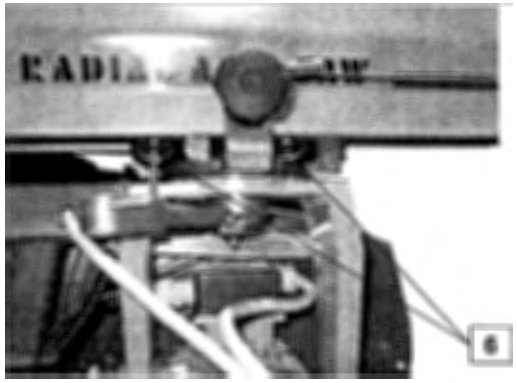

Fig. 4
4. Fit the cutting unit back into the guides and turn the pins (**6**) with a 6 mm Allen wrench in one direction or the other until the unit is running smoothly, Fig. 4 and 5. An excessive resistance to the sliding movement may cause the guides to wear out rapidly or break the bearings. Whereas an excessive clearance can compromise accuracy.